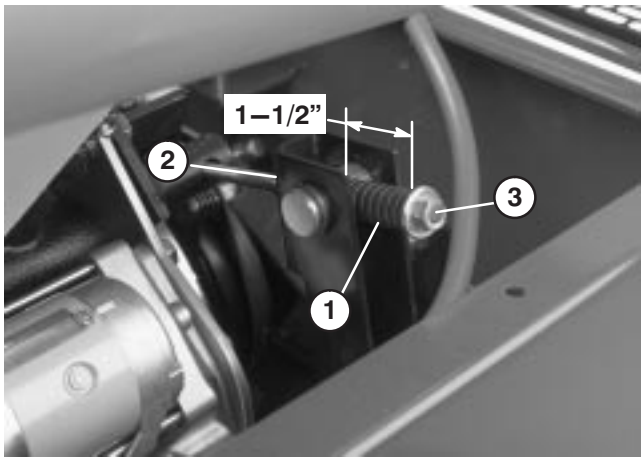
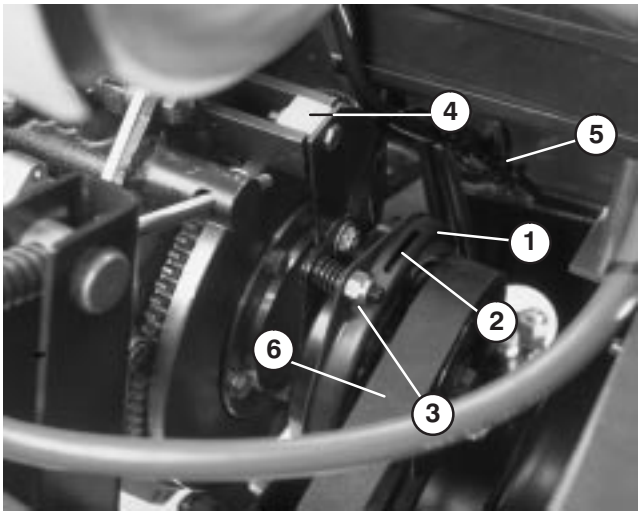

Figure 32
Figure 33
2. Loosen the tensioning rod jam nut (Fig. 32).
3. Use a 1/2" wrench to tighten or loosen the belt tensioning spring (Fig. 32). Adjust spring to a length of 1-1/2" (38 mm).
3. Using a 1/2" wrench, loosen the belt tensioning spring (Fig. 32) all the way.
4. Rotate PTO pulley toward the engine and remove the belt (Fig. 33).
5. Install the new PTO belt and re−tension the pulley spring to 1-1/2" (38 mm) (Fig. 32).
6. Tighten the jam nut (Fig. 32) and close the hood.
2. Remove bolt, washer and nut securing nylon block and remove nylon block (Fig. 33).
3. Unplug clutch electric connector (Fig. 33).
4. Adjust the air gap so that a .015 inch feeler gauge slides in between the clutch lining and friction plate with light pressure (Fig. 33). The gap can be decreased by turning the adjusting nut clockwise (Fig. 32).